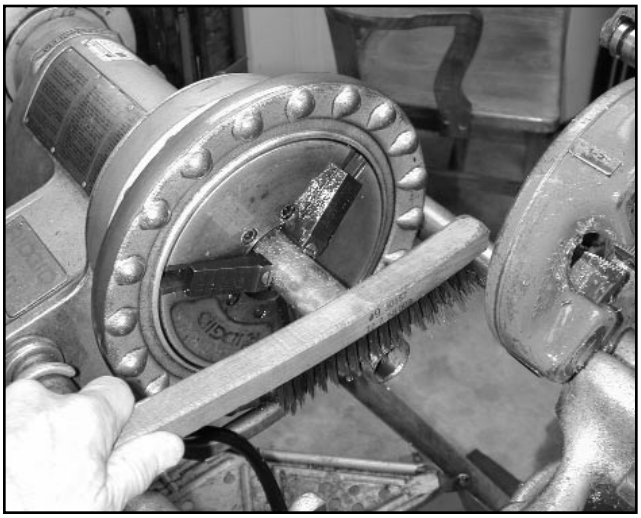

Figure 10: Wire brush the threads to remove any shavings or debris.
j) To start a universal die head, press it against the conduit end with one hand and turn the stock with the other *(see Figures 10 and 11)*. With a drop head die, the stock remains stationary and the head rotates. After the dies have engaged for a thread or two, they will feed along without pressure.
m) Back the die head off and clean the chips from the thread *(see Figure 10)*.